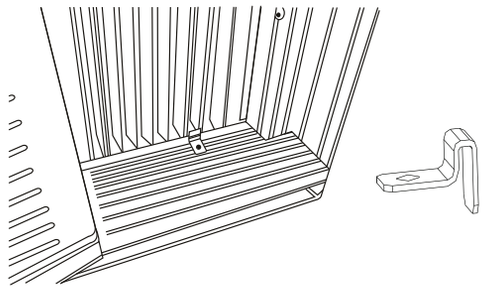

Fig.18C
3. Fixez les cadres de verrouillage sur le rebord de la fenêtre en utilisant deux vis de 3/4" (19mm) (Fig.18C) (sur certains modèles)